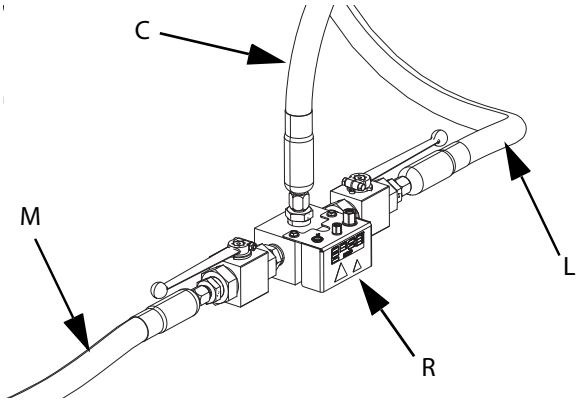

RYS. 19
c. Podłączyć wąż tandemowy 1 (L) i wąż tandemowy 2 (M) od systemu tłoczącego do bloku tandemowego (R). Patrz RYS. 19.
d. Podłączyć wąż podający 1 (C) do bloku tandemowego (R). Patrz RYS. 19.